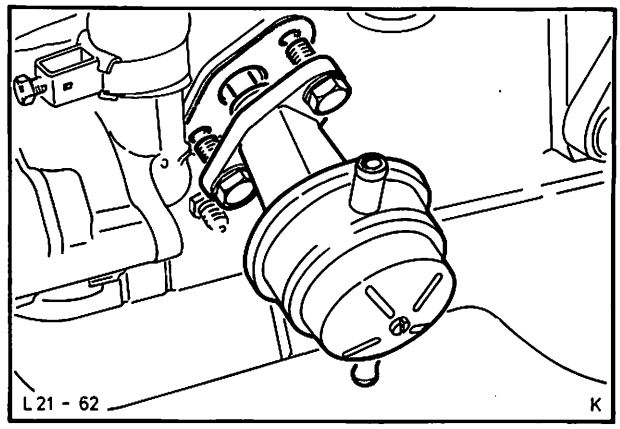

Abb. 88 Kraftstoffpumpe abschrauben
12. Kraftstoffpumpe (2 Schrauben) mit Kraftstoffleitung abschrauben, Abb. 88. Stößel herausnehmen.